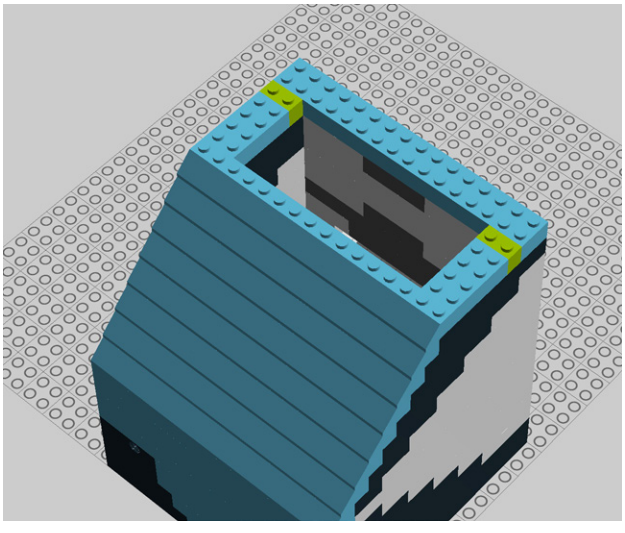

Figure 9-64. *Step 59: Adding two 2x1 translucent bricks*
59. Next, you need two 2x1 translucent bricks (Figure 9-64).